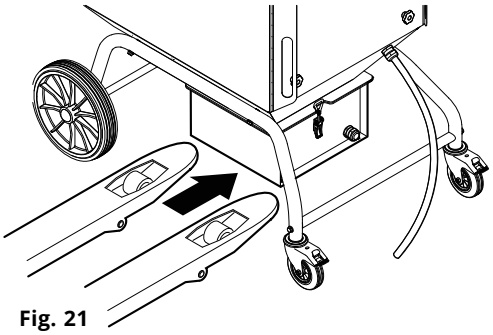

Fig. 21
1. Introduzca la transpaleta adecuada debajo del recipiente de polvo, consulte la **Fig. 21**.